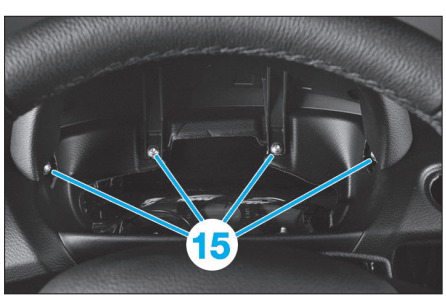

Fig. 48
• Débrancher le connecteur (14).
• Déposer les vis (15) **(Fig.48)**.